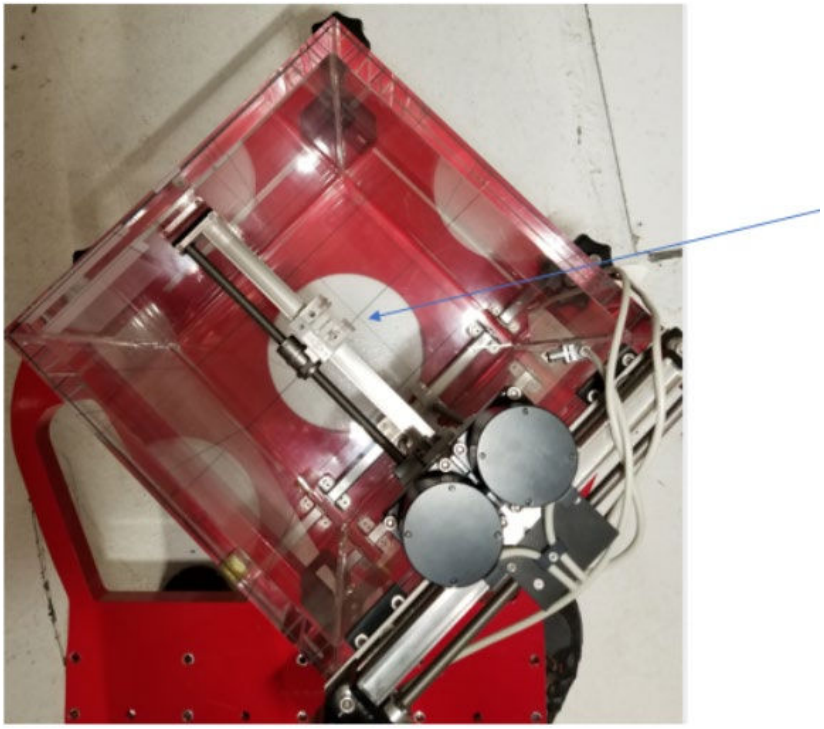

Figura 1-8. Centrado del área de exploración
8. Use el control remoto PTW para mover el dispositivo puntero más cerca al centro del área de exploración, donde la flecha está orientada hacia la retícula (consulte la figura 1-8). Baje el dispositivo puntero en la dirección +B a un valor inferior a 1/3 desde la parte superior del tanque. Luego, fíjelo en una nueva posición de cero en el control remoto.